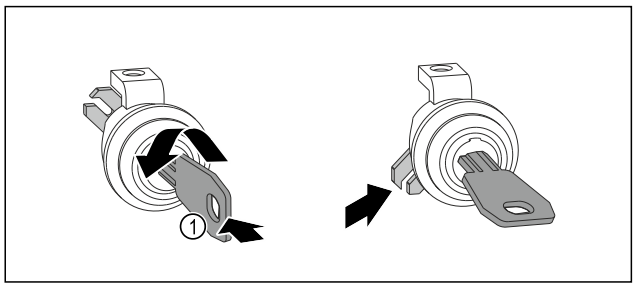

Fig. 14
▶ Împingeți cheia *Fig. 14 (1)* și rotiți-o.